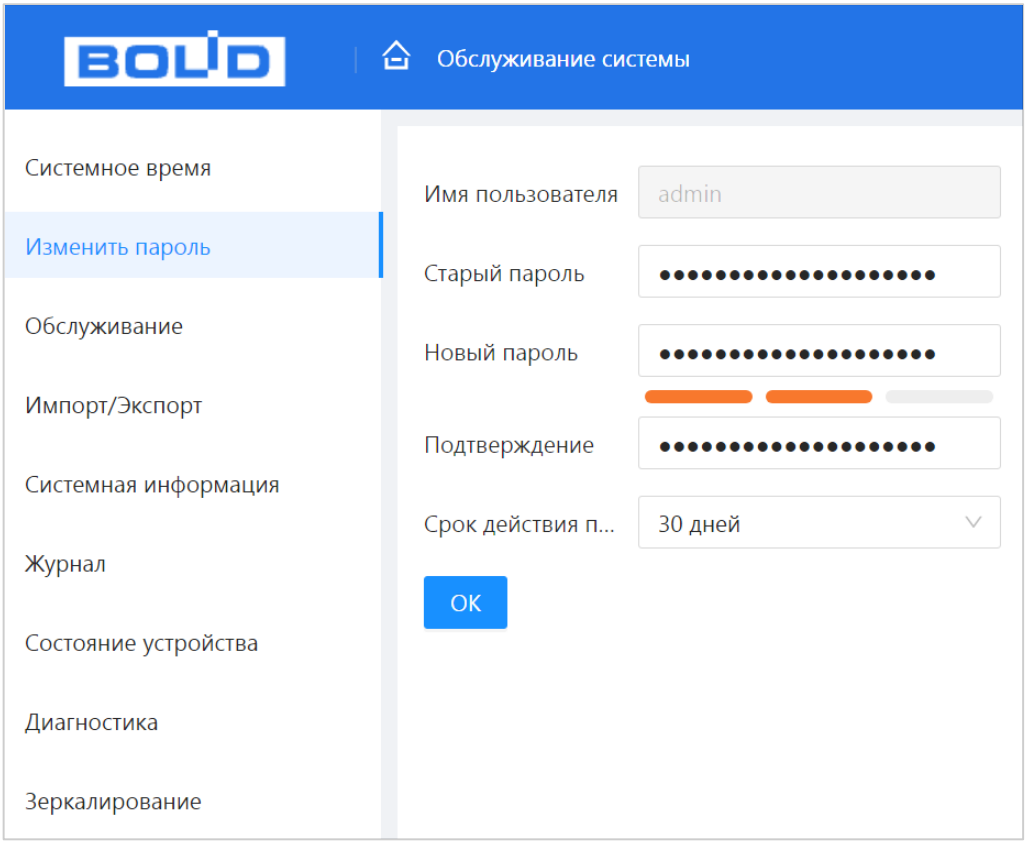

Рисунок 9.3 – Изменение пароля
1. Введите старый пароль устройства в текстовое поле «Старый пароль» (Рисунок 9.3).